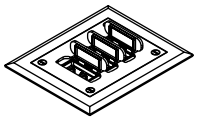

Figure 7
7. Activate inserts by snapping the cover doors into the upright position using a fingernail or blade of a flat head screwdriver (see Figure 7).